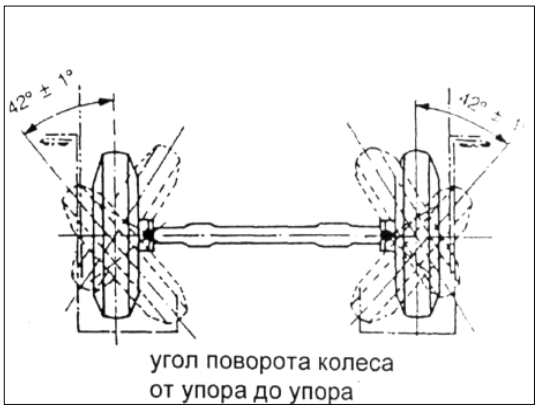

РИС. 304
4) Поверните рулевое колесо влево. Упорный болт должен упираться в балку передней оси, угол должен быть 42°±1° (см. рис.304).